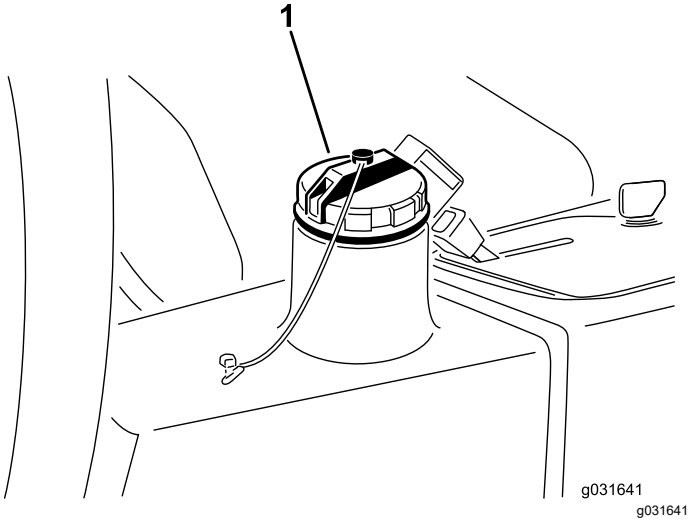

Figur 64
2. Gör rent runt påfyllningsröret och hydraultanklocket (Figur 64).
3. Ta bort hydraultanklocket (Figur 64).